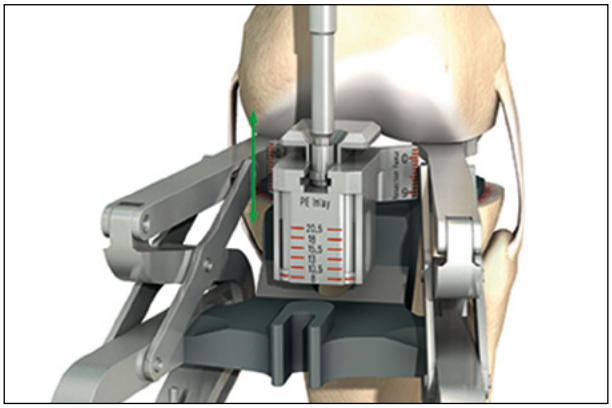

Fig. 19 Ajuste del inserto
- Si la altura de la resección es inferior a 0 mm, ajustar el grosor del inserto con el tornillo de regulación (fig. 19)